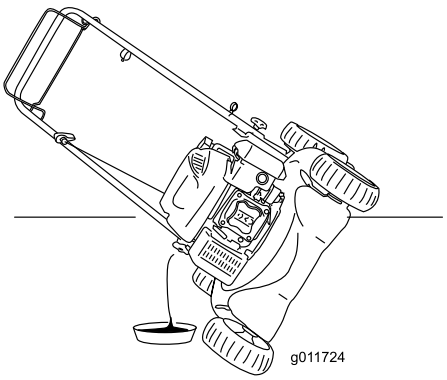

Figure 21
5. Inclinez la tondeuse sur le côté (jauge en bas) pour vidanger l'huile usagée par le goulot de remplissage (Figure 21).